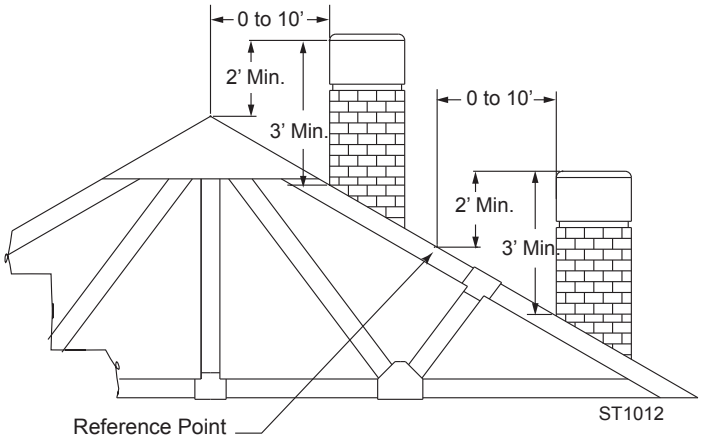

Figure 8 - The 2'-3'-10' Chimney Rule
3. The chimney should extend at least 3' (914 mm) above the highest point where it passes through the roof, and at least 2' (610 mm) higher than any portion of a building within 10' (3 m). *Figure 8*